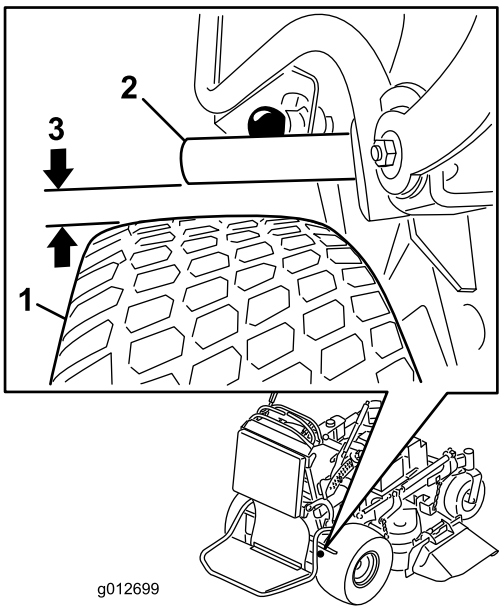

Figuur 63
4. Meet de afstand tussen de remstaaf en de band terwijl de rem is vrijgezet. Deze afstand moet tussen 5 en 8 mm zijn (Figuur 63). Raadpleeg Parkeerrem afstellen als er afstelling nodig is.
5. Stel de gaffel af. De afstand tussen de remstaaf en de band moet tussen 5 en 8 mm zijn. Draai de gaffel naar boven om de rem strakker af te stellen. Draai de gaffel naar onderen om de rem minder strak af te stellen (Figuur 63).